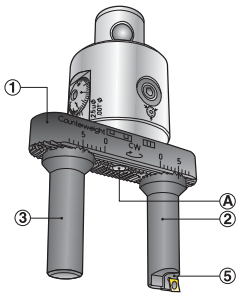
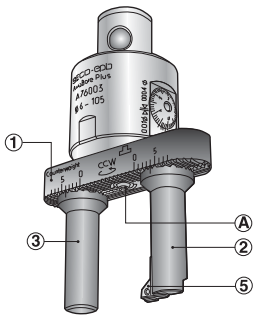
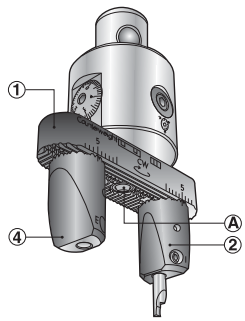

Рис.1
Рис. 2
Рис. 6
Головка - Axiabore® Plus - может быть оборудована MPA для выполнения расточки (Рис.1), обточки (Рис.2) и обработки торцевых канавок (Рис.6, см. след. стр.).
В сборках для расточки (Рис.1) и обточки по наружному диаметру (Рис. 2) используется один и тот же расточной хвостовик (2), оборудованный резцовой вставкой (5) и противовесом (3).
Расточная сборка MPA (Рис.1)
MPA сборка для наружной обточки (Рис.2)
Построение сборки с MPA для обработки канавок (Рис.6)